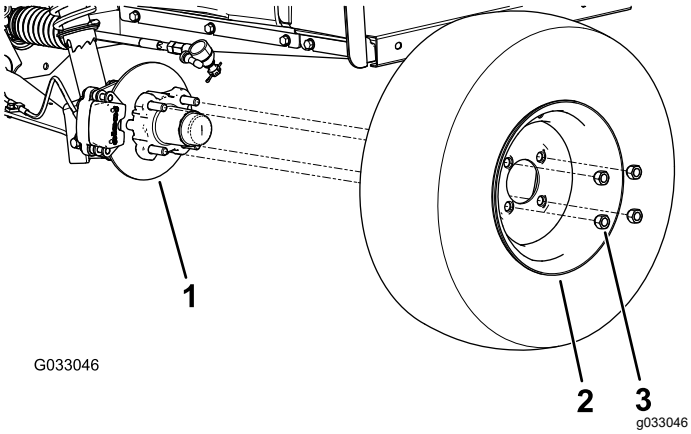

Figura 25
2. Retire as 4 porcas de rodas que prendem a roda ao cubo (Figura 25).
4. Alinhe os orifícios na roda com os pinos do cubo e monte a roda no cubo com a haste da válvula para fora (Figura 25).
5. Prenda a roda ao cubo utilizando as porcas das rodas (Figura 25).